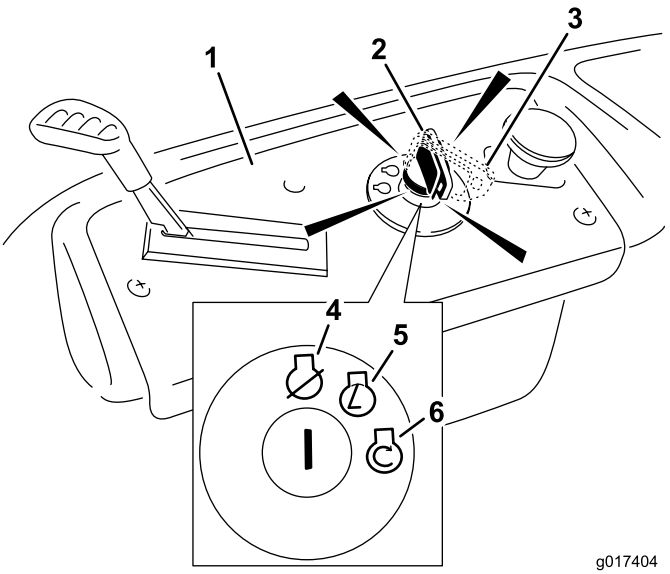

Figure 13
4. Turn the ignition key to Start to energize the starter. When the engine starts, release the key (Figure 13).
3. Turn the ignition key to Off (Figure 13) and remove the key.